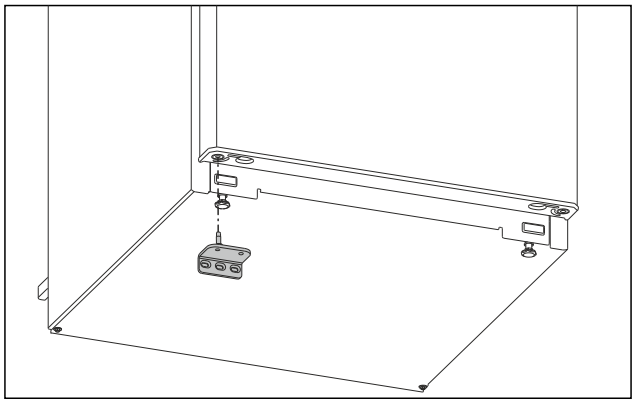

Fig. 16
▶ Sett inn den nedre lagerbukken på motsatt side. (se Fig. 16)